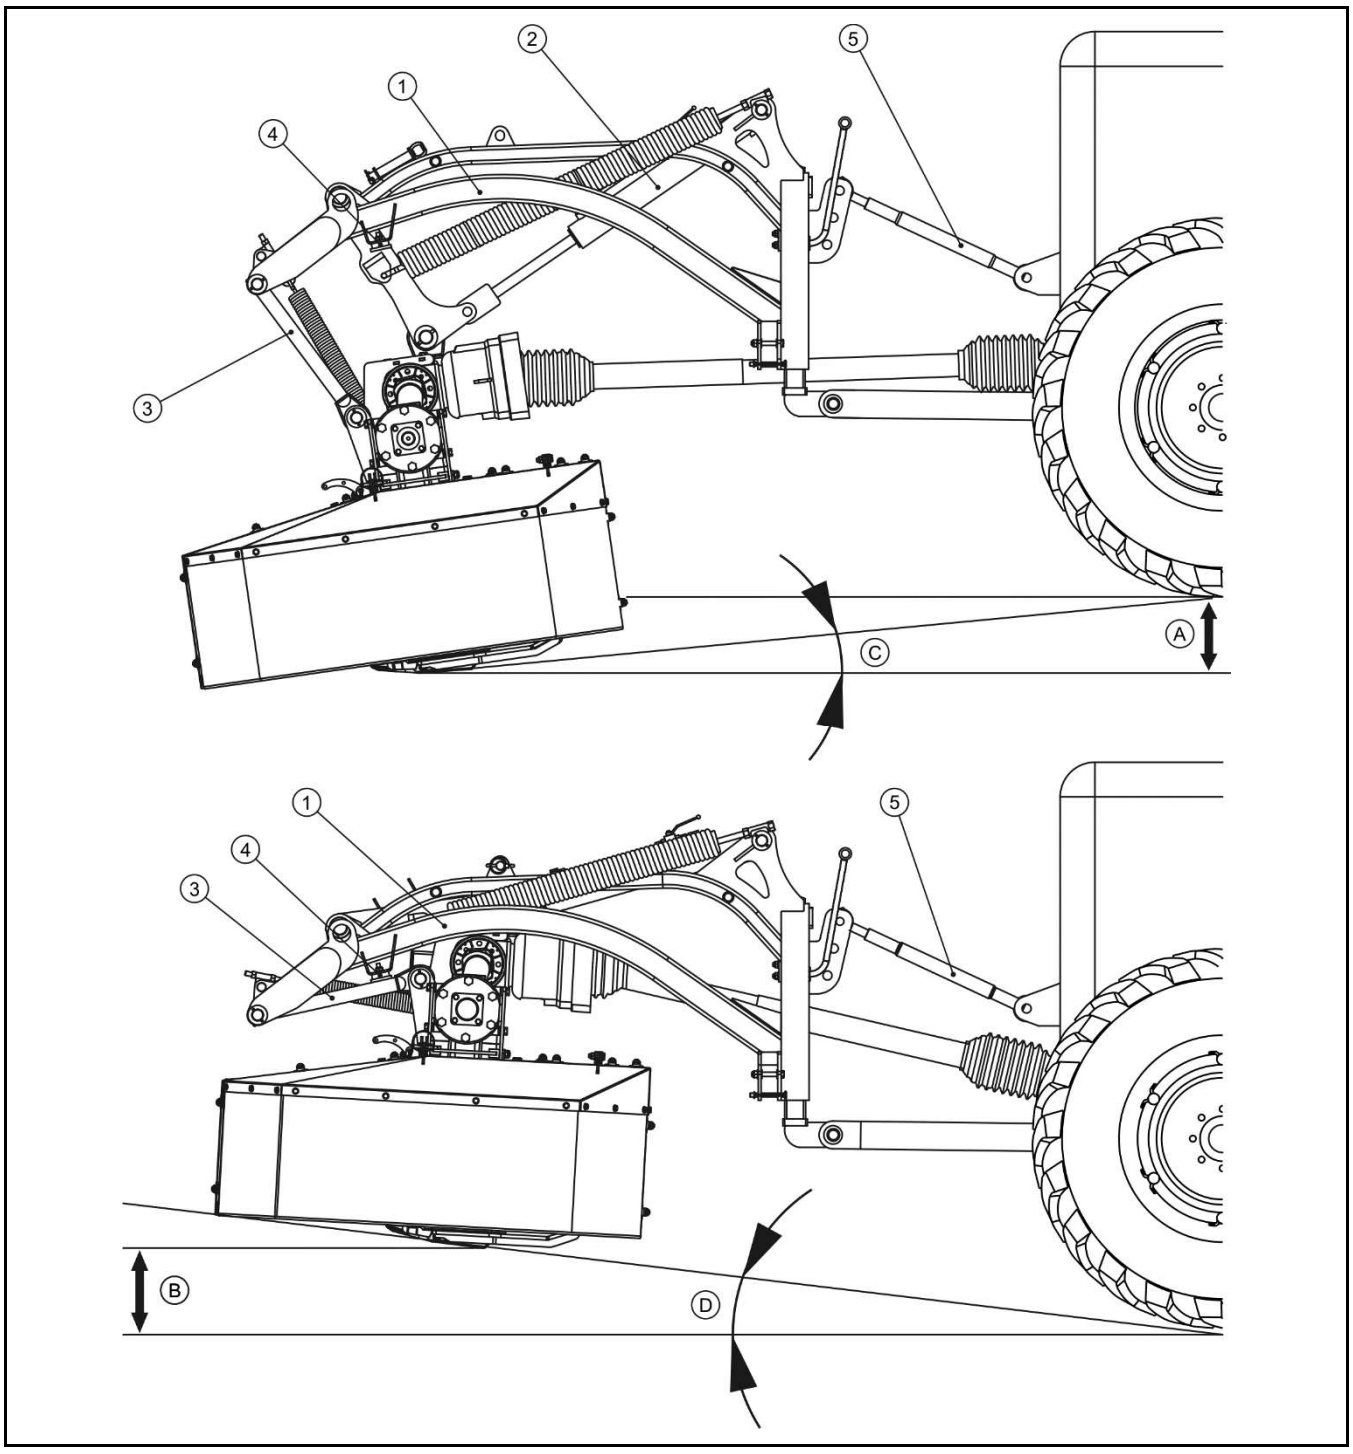

РИСУНОК 4.6 **Рабочие положения передненавесной косилки**
*(1) рама навески, (2) гидроцилиндр, (3) тягово-сцепное устройство, (4) резиновый отбойник (5) верхнее сцепное устройство, (A), (B) перемещение режущего аппарата, (C), (D) угол отклонения режущего бруса.*
Если косилка движется по наклонной плоскости, то режущий аппарат перемещается вниз по отношению к раме (1) (РИСУНОК 4.6). Одновременно с этим движением